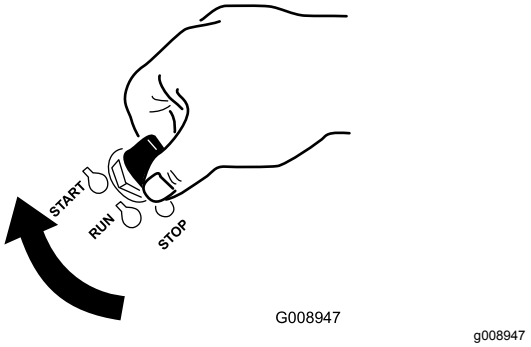

Figur 17
1. Drej tændingsnøglen til positionen START (Figur 17).